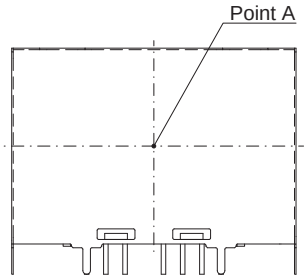

Fig.8.22 Temperature Measuring Point in the case of Forced Air Cooling
(3) Temperature Measuring Points in the case of Forced Air Cooling (1m/s)
■In the case of forced air cooling, please have sufficient ventilation to keep the temperature of point A in Fig.8.22 at 95℃ or below. Please also make sure that the ambient temperature does not exceed 85℃.